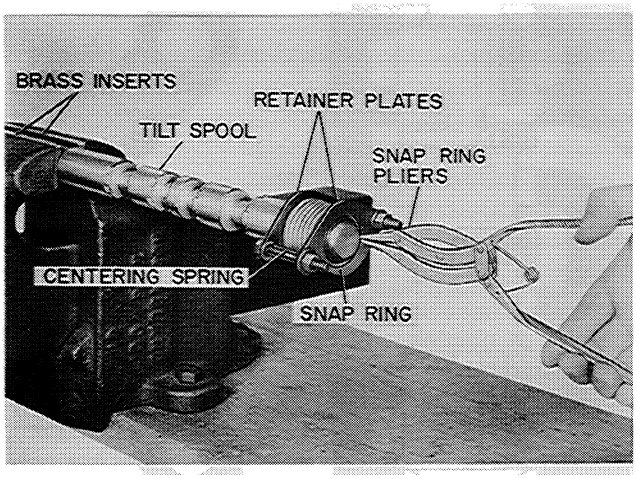

Figure D-72
1. To reassemble the Tilt Spool,place a retainer plate, spring retainer, centering spring, spring retainer and retainer plate over the end of the Tilt Spool. Compress the centering spring as shown in Figure D-72. Then install a new snap ring. Make sure the snap ring is fully seated in the groove. Now remove the spring compressing device. Then install the "O" ring retainer and "O" ring over the eye end of the Tilt Spool. Care must be taken to prevent cutting the "O" ring.